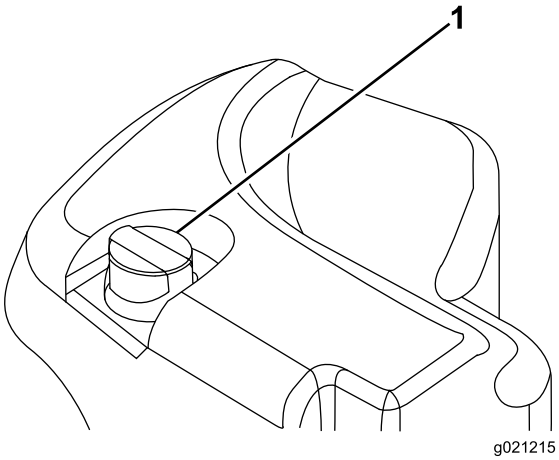

Figur 32
2. Rengør området omkring påfyldningsstudsen og hydrauliktankens dæksel (Figur 32).